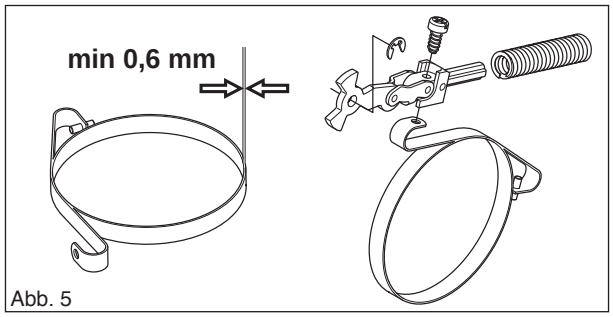
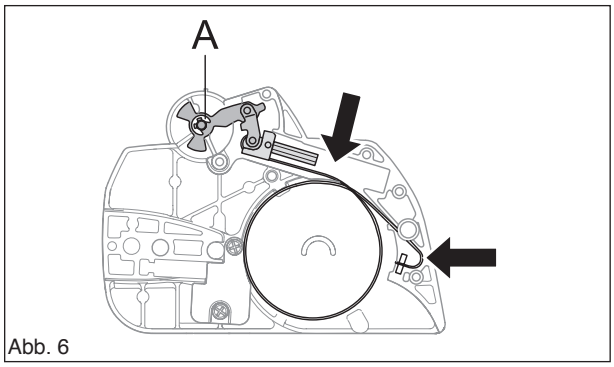

Abb. 5
Abb. 6
- Die Stärke des Kettenbremsbands messen. Es darf nirgendwo dünner als 0,6 mm sein (Siehe Abb. 5.).
Kniegelenk und Bremsband zusammenschrauben (siehe Abb. 5), Anzugsmoment 1–1,5 Nm. Kniegelenk mit angebrachtem Kettenbremsband in der Aussparung im Kupplungsdeckel positionieren. Den Federbereich im Deckel fetten (Siehe Abb. 6.).
Federring (A) sichern (Siehe Abb. 6.).